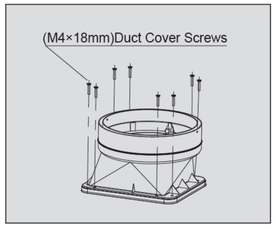

Fig.2
4.As shown in Fig. 2, use 8(M4×18mm) outlet housing screws to fix the outlet housing and sealing ring on the top of the main body.